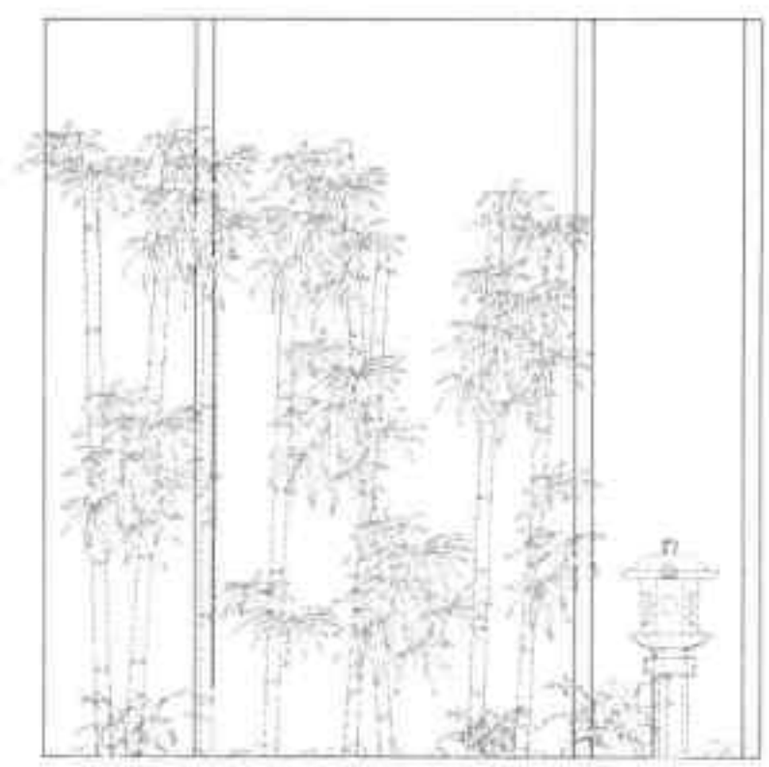

图20-60 插入园林灯图块
Step 10 选择园林灯立面图块，将其插入至图形合适位置，如图 20-60 所示。